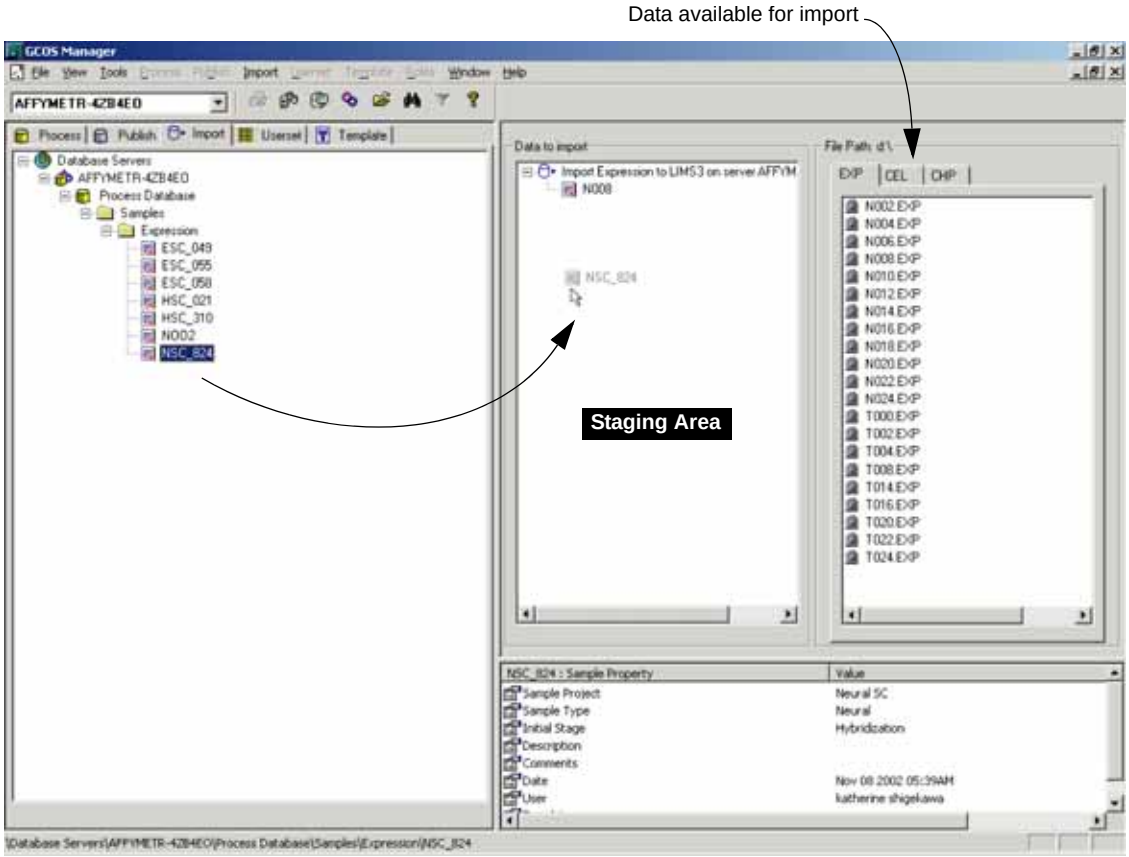

Figure 15.44
1. In the process database tree, expand the sample folder and click the sample of interest **(Figure 15.44)**.